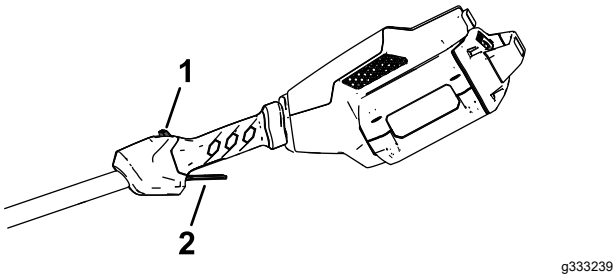

Figure 8
3. Pour mettre le coupe-bordures en marche, tirez le bouton de verrouillage en arrière, puis serrez la gâchette de marche (Figure 8).